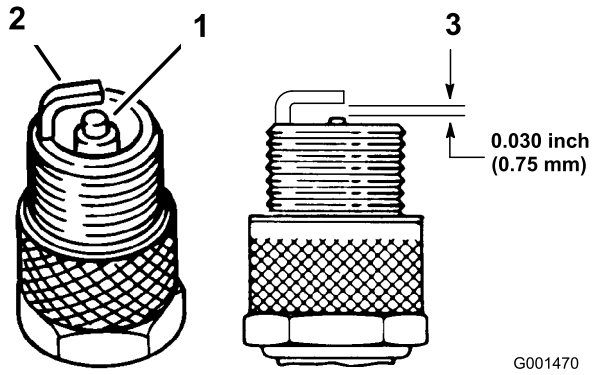

Figuur 31
3. Controleer de conditie van de massa-elektrode, de centrale elektrode en de isolator van de centrale elektrode op beschadigingen (Figuur 31).
4. Zorg ervoor dat de elektrodenafstand tussen de centrale elektrode en de massa-elektrode 0,762 mm bedraagt (Figuur 31).